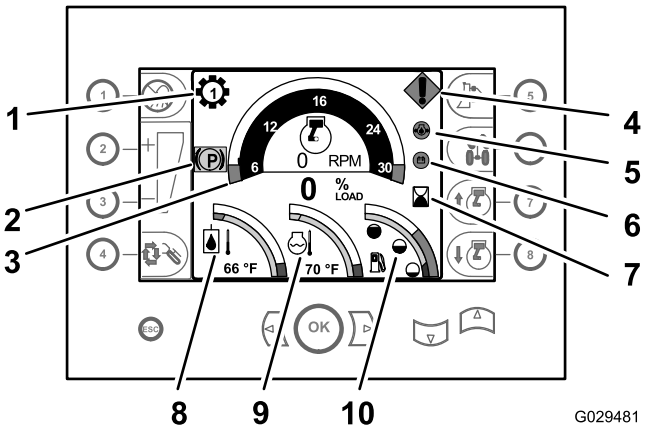
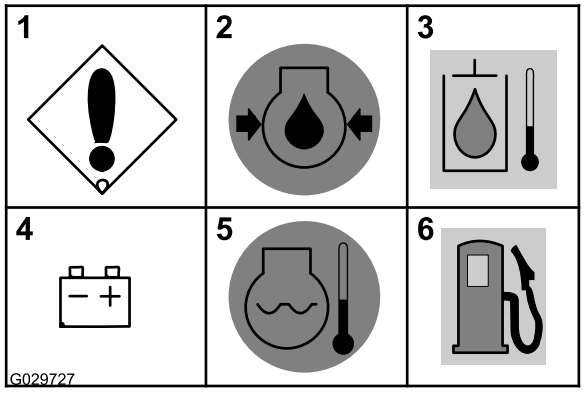

Figura 31
Figura 33
- **Indicador de marchas** – Este indicador muestra la marcha que está seleccionada para la transmisión (marchas de 1 a 4), y está situado encima y a la izquierda del taquímetro (Figura 31).
- **Taquímetro** – El taquímetro muestra la velocidad del motor en revoluciones por minuto (rpm). El taquímetro está situado en el centro de la parte superior de la pantalla del Centro de control (Figura 31).
- **Contador de horas** – El contador de horas muestra el número de horas de operación del motor. Está situado en la zona central derecha de la pantalla del Centro de control, a la derecha del taquímetro (Figura 31).
- **Indicador de la temperatura del aceite hidráulico** – Este indicador muestra la temperatura de trabajo del aceite hidráulico, y está situado en la zona inferior izquierda de la pantalla del centro de control (Figura 31).
- **Indicador de la temperatura del refrigerante** – Este indicador muestra la temperatura del refrigerante del sistema de refrigeración del motor. Está situado en la zona central inferior del grupo de instrumentos (Figura 31).
- **Indicador del nivel de combustible** – Este indicador muestra el nivel de combustible que queda en el depósito, y está situado en la parte inferior derecha de la pantalla del centro de control (Figura 31).
- **Indicador de freno de estacionamiento puesto** – Este indicador se muestra cuando el freno de estacionamiento está puesto (Figura 31). El indicador desaparece al quitarse el freno de estacionamiento.
- **Error de la máquina o del motor** — Este mensaje aparece si se produce una avería en la máquina o el motor. La causa de la avería aparece en los Diagnósticos del Panel de Instrumentos (Figura 33).
- **Baja presión del aceite del motor** — Este mensaje de advertencia aparece si la presión de aceite del motor es de 90 kPa (13 psi) o menos (Figura 31 y Figura 33).
- **Alta temperatura del aceite hidráulico** — Este mensaje parpadea si la temperatura del aceite del sistema hidráulico es de 102 °C (215 °F) o más (Figura 33).
- **Compruebe el alternador o la batería** — Este mensaje aparece si el voltaje del alternador y la batería es de 12 voltios o menos (Figura 31 y Figura 33).
- **Sobrecalentamiento del motor** — Este mensaje parpadea si la temperatura del refrigerante del motor es de 104 °C (220 °F) o más (Figura 31 y Figura 33).